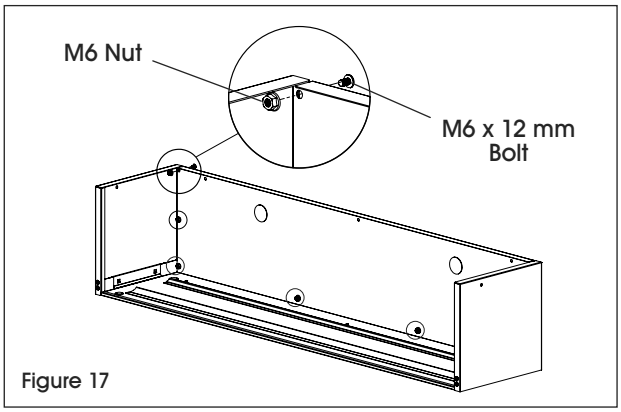

Figure 17
5. Insert eight M6 x 12 mm bolts and M6 nuts and fasten back panel to side panels and top panel using a Phillips screwdriver. (See Figure 17)